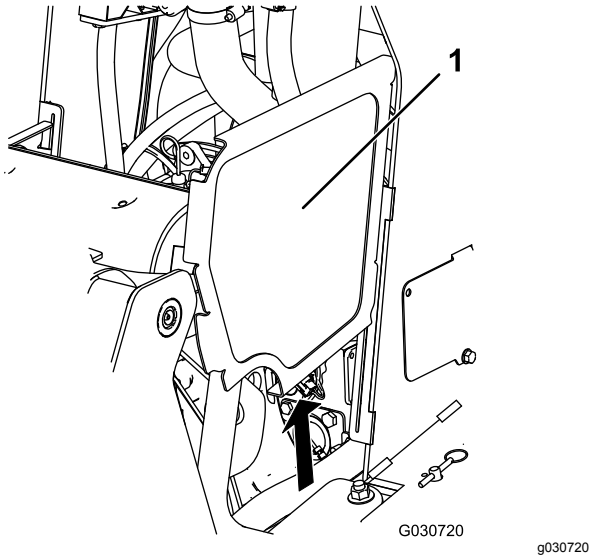

Figuur 43
2. Schuif de zijschermen (Figuur 43) omhoog en uit de sleuven in het voorscherm en het frame.